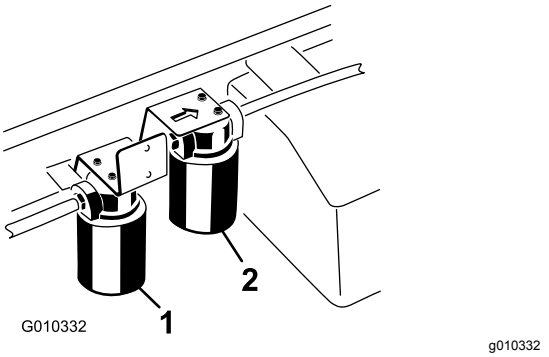

Figur 68
3. Anbring en drænbakke under filteret, og afmonter filteret (Figur 68).
1. Rengør det område, hvor højstrømningsfilteret monteres (Figur 68).